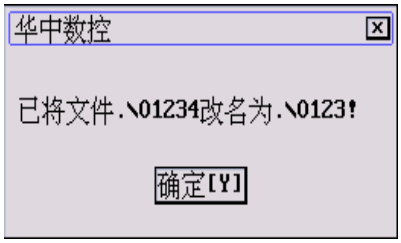
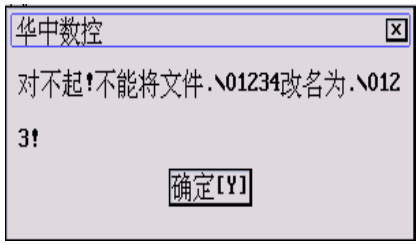

图 5.4.7 更名成功
图 5.4.8 更名失败
(5) 按 5.4.1 节的步骤(3)~(7) 选择要更改的新文件的路径；
(6) 按 5.4.1 节的步骤(8)~(10)在“文件名”栏输入要更改的新文件名，如“O123”；
(7) 按 **Enter** 键，如果更名成功，则弹出如图 5.4.7 所示的对话框；否则，弹出如图 5.4.8 所示的对话框。